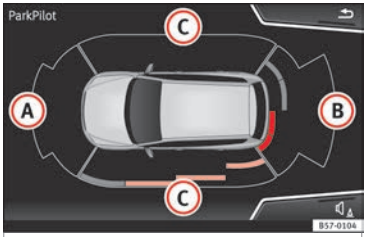

Fig. 206 Zona representada.
Para poder visualizar toda la periferia del vehículo, hay que mover el vehículo unos metros hacia delante y hacia atrás. Así se rastrean las zonas que faltan y se muestra la presencia de obstáculos en las zonas laterales del vehículo ››› fig. 206 Ⓒ.
delante/detrás del vehículo. En caso de avería de algún sensor posterior, tan sólo se mostrarán los obstáculos en el área (A) »» fig. 206. En caso de avería de algún sensor delantero, únicamente se mostrarán los obstáculos en el área (B).